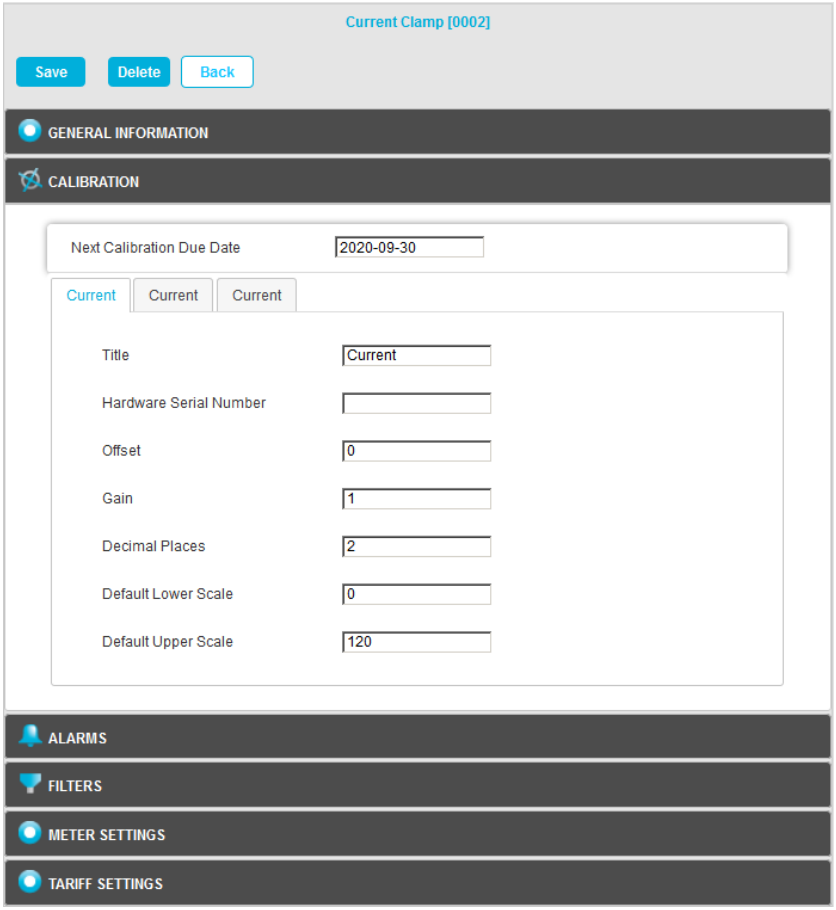

Figure 14
* The three **Current** tabs represent each of the possible feeds that can be monitored by an RL4601 Transmitter Unit. See Figure 14 below: